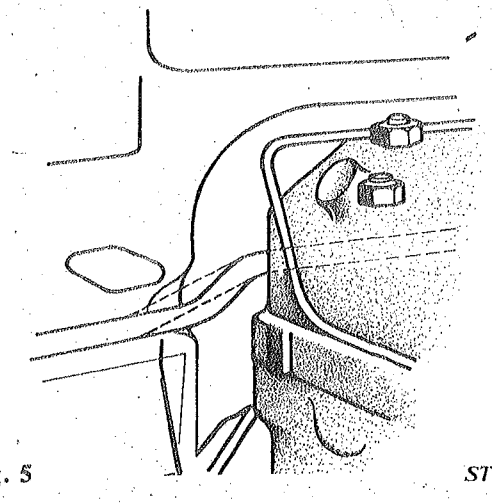

Fig. 5 *STR 1460*
5. Planish back the bulkhead panel to extend the clearance recess at the point where the back of the engine comes close to the accelerator cross shaft. Heat the cross shaft and bend it, as shown by dotted line, Fig. 5, to ensure adequate clearance with the rear of the diesel engine which extends slightly further back than the petrol one.